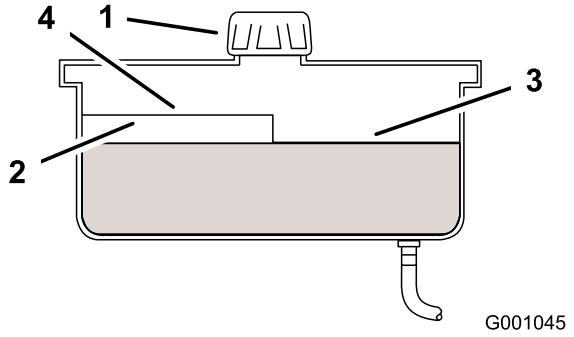

Figur 75
2. Rengør området omkring hydrauliktankens påfyldningsstuds (Figur 75).
3. Fjern hætten fra påfyldningsstudsen. Kig i tanken for at se, om der er væske i beholderen (Figur 75).
Bemærk: Væskestanden skal nå op til toppen af varm-niveauet på pladen, når væsken er meget varm (Figur 75).